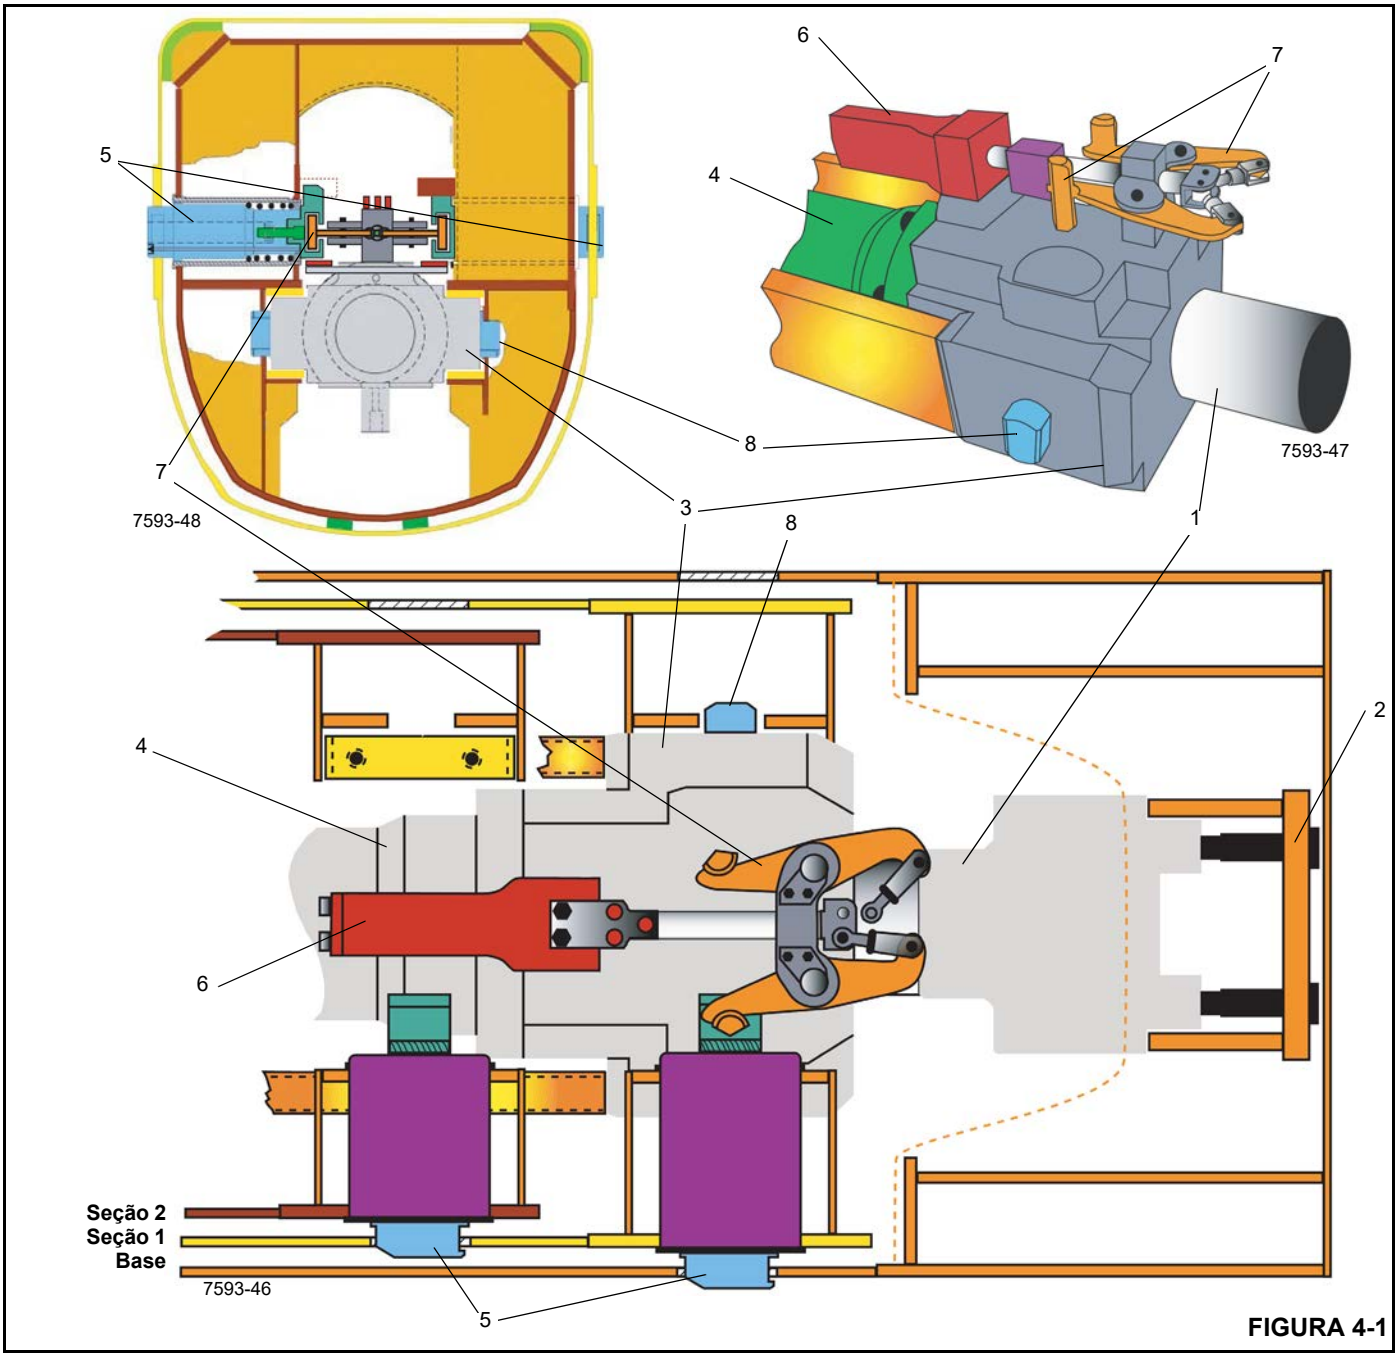

FIGURA 4-1
A extensão e a retração da lança são controladas por um cilindro telescópico e um sistema de fixação. A haste do cilindro telescópico (1) (Figura 4-1) é fixada na traseira da seção da base da lança (2). O tambor do cilindro telescópico é livre para se movimentar dentro das seções da lança. O sistema de fixação consiste em um bloco de fixação (3) que se movimenta no tambor do cilindro telescópico (4) e conjuntos de pinos de travamento da seção (pinos da seção) (5) localizados na traseira de cada seção da lança móvel.